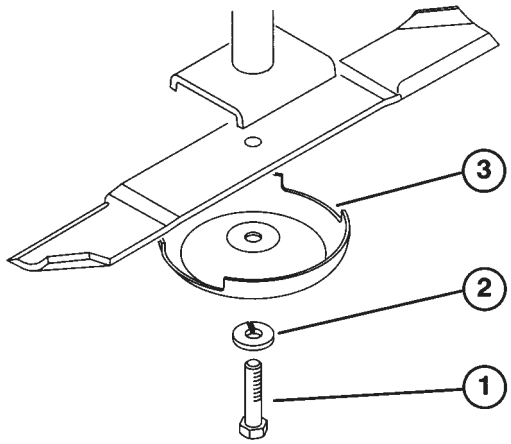

Afbeelding 18
5. Plaats alle drie de messen in de “A”-positie (Afb. 18) en meet de afstand tussen het horizontale vlak tot aan de onderkant van het uiteinde van ieder mes (Afb. 22).